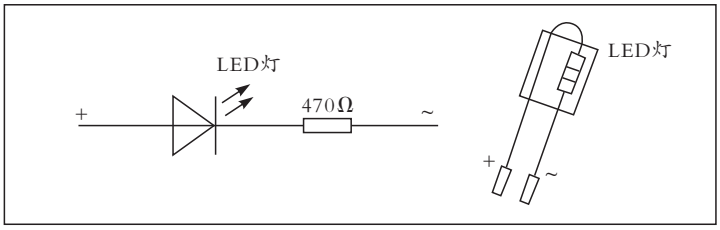

图1-8 自制LED灯
①LED灯可以自制。用一个发光二极管串联一个470Ω的电阻，再连两个插脚，便制成一个LED灯（图1-8）。